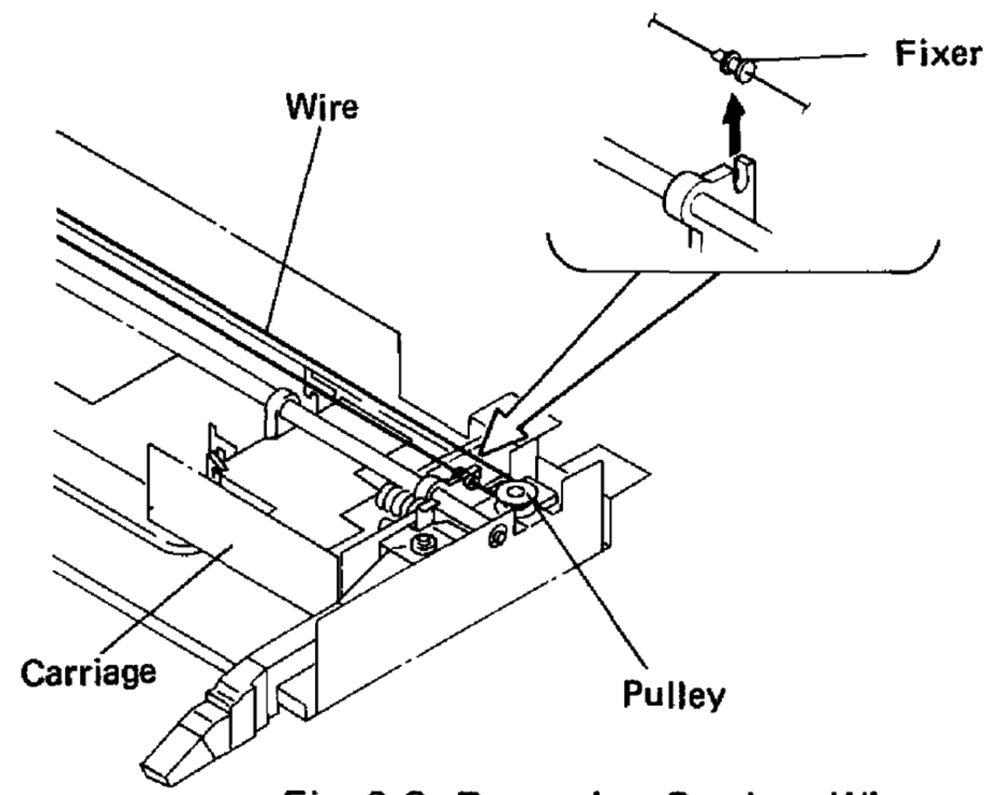

Fig. 6.2 Removing Carriage Wire
1. Remove the fixer from the carriage and the wire from the pulley. (See Fig. 6.2)
2. Remove screw ❾ and pull the guide bar away from the carriage in the direction indicated by the arrow. The carriage and tonearm assembly can now be removed.
3. Removing the spring will release the carriage board assembly, and removing screw ❶❶ will release the mechanism base board assembly.